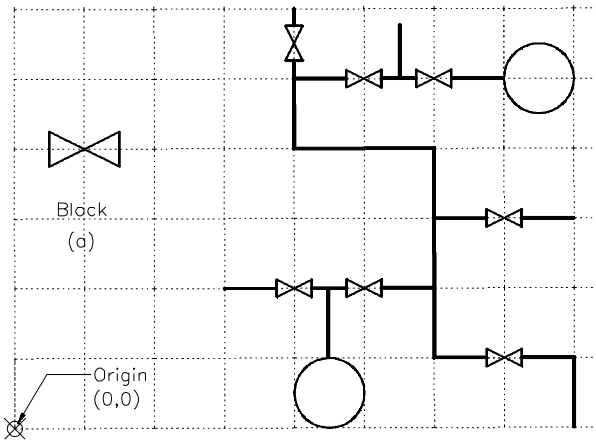

Figure 14-25 *Drawing for Exercise 8*
Draw the diagrams in Figure 14-25 using blocks.
a. Create a block for the valve, Figure 14-25(a).